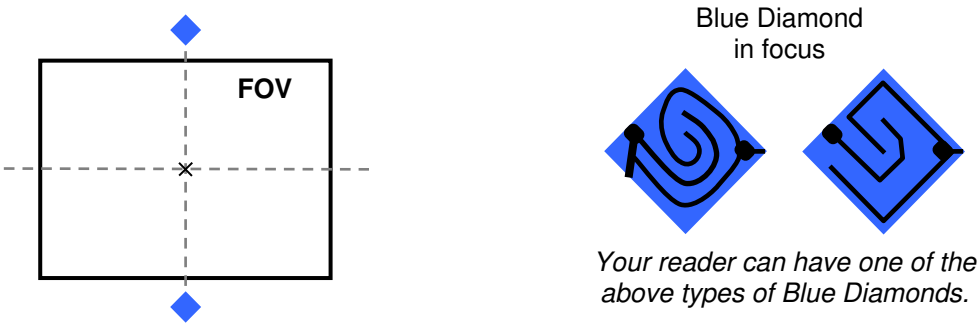

Figure 9 – Focus Function Using Blue Diamonds
a. At the correct reading distance (see the Reading Diagrams in Chapter **Error! Reference source not found.** of this Reference Manual), adjust the Focus ring towards the "Near position" until the Blue Diamonds are perfectly in focus, see Figure 9.